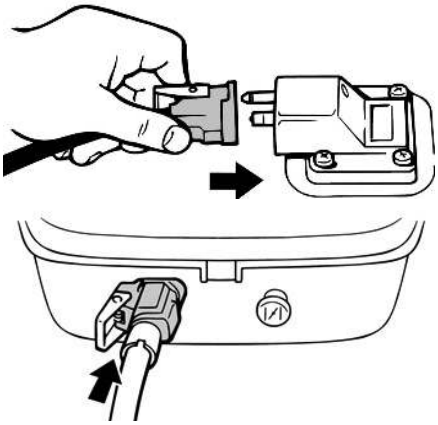

Рис. 26 Подключение внешнего топливного бака
1. Подключите внешний топливный бак к двигателю с помощью топливного шланга (Рис. 26).